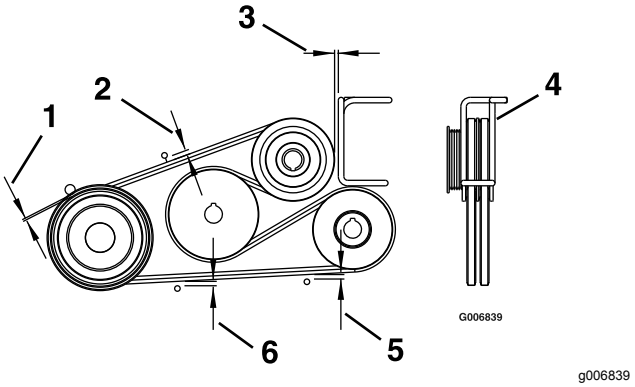

Figuur 62
4. Stel de riemgeleiders in zoals in Figuur 62.